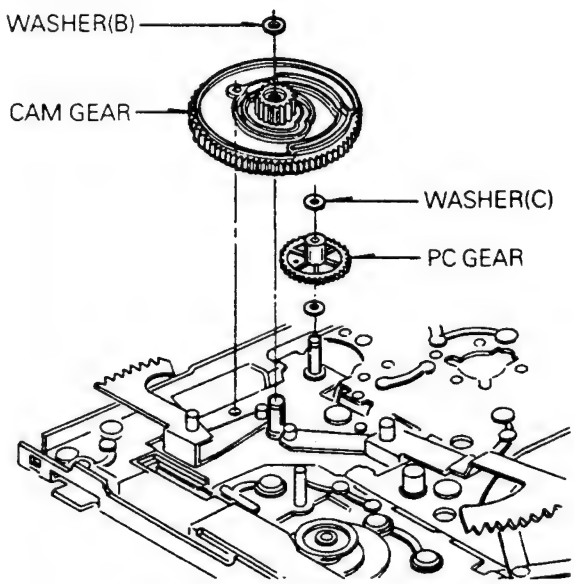

Fig. B-25-2 CAM/PC Gear
25. Cam Gear/Rack Gear T/Rack Gear FL(Fig. B-25-2)
2) Remove the washer(B), and then remove the Cam Gear (Fig. B-25-2).